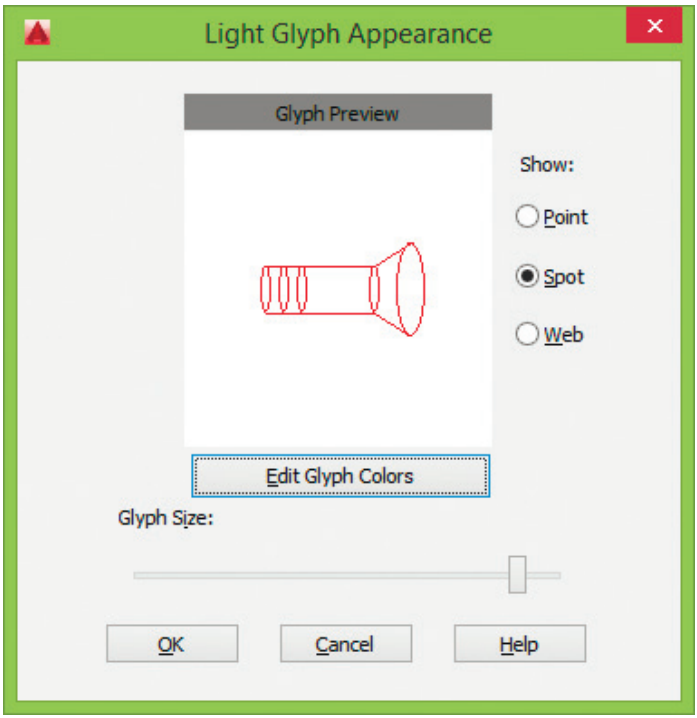

Рис. 3.20. Диалоговое окно настройки обозначений источников света
- Кнопка **Lights Glyph Settings...** загружает диалоговое окно **Light Glyph Appearance** (рис. 3.20), определяющее внешний вид обозначений источников света: